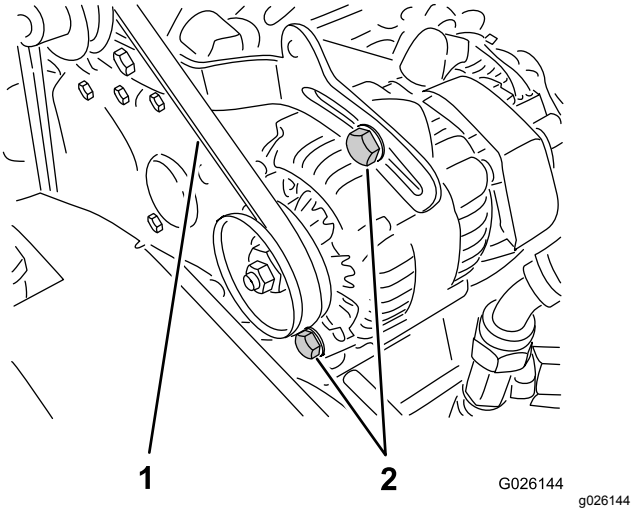

Figuur 67
2. Controleer de spanning door de riem midden tussen poelies van de krukas en de wisselstroomdynamo in te drukken met een kracht van 10 kg (Figuur 67).
A. Draai de 2 montagebouten van de wisselstroomdynamo los (Figuur 67).
B. Draai met een breekijzer de wisselstroomdynamo totdat de riem de correcte spanning heeft; zet de montagebouten daarna vast (Figuur 67).